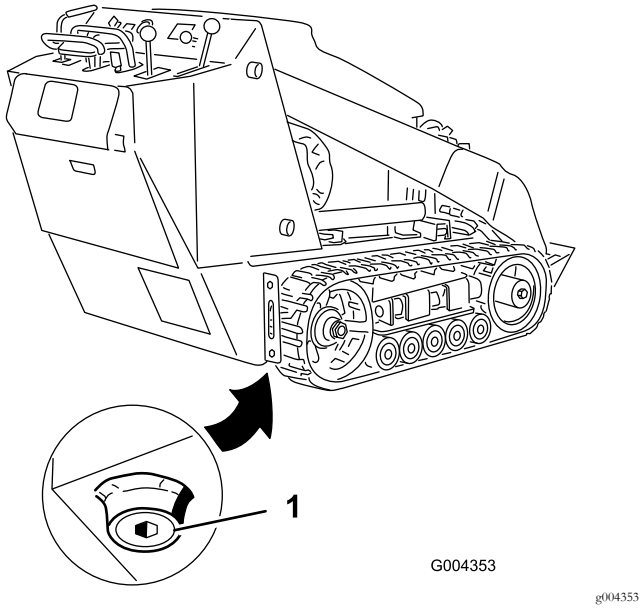

Figuur 38
4. Verwijder de aftapplug (Figuur 38).